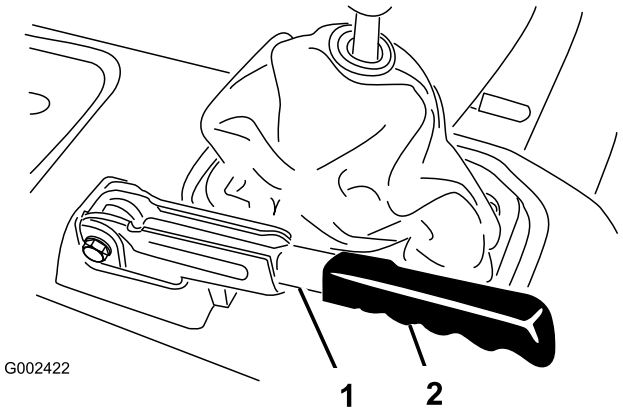

**Figur 62**
1. Ta bort gummihandtaget från parkeringsbromsspaken (Figur 62).